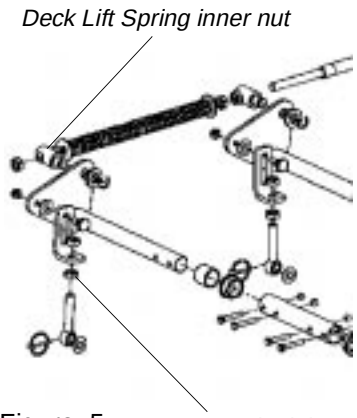

Figure. 5
c. If the dimension at the front of the mowing deck is 1/8"-1/4" lower than the dimension at the rear of the deck on each side of the mower, do not adjust. If not, you will need to adjust the Deck Lift Spring Assist (See Figure 5). You may also need to adjust the Deck Links (See Figure 5).